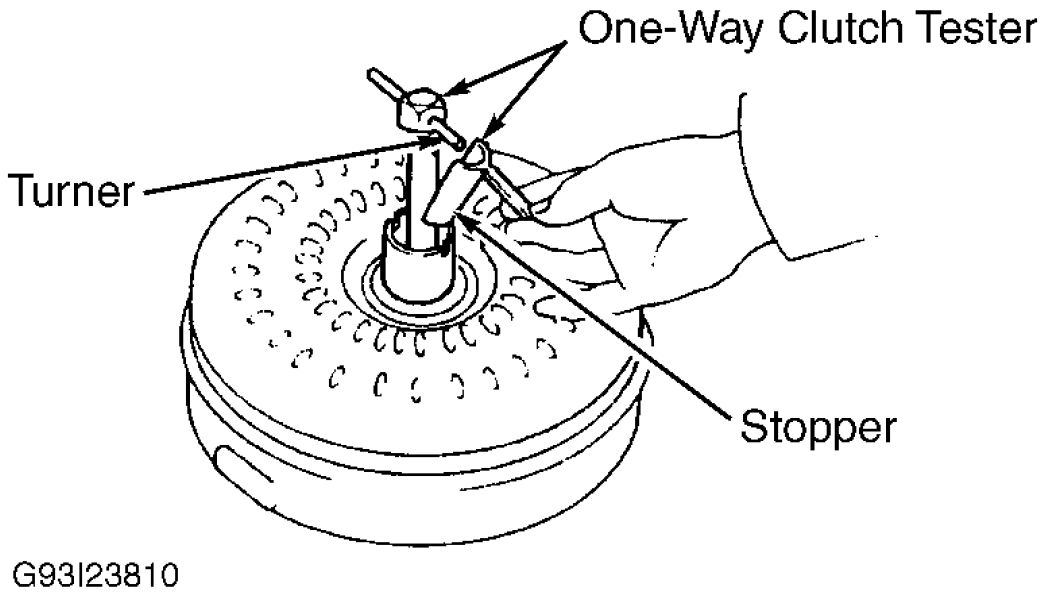

Fig. 7: Testing Torque Converter One-Way Clutch
2. With torque converter in normal operating position, clutch should lock when turned counterclockwise and should rotate freely and smoothly when turned clockwise. See **Fig. 7** . If one-way clutch fails test in either direction, clean converter. Retest clutch. If clutch fails test, replace converter.